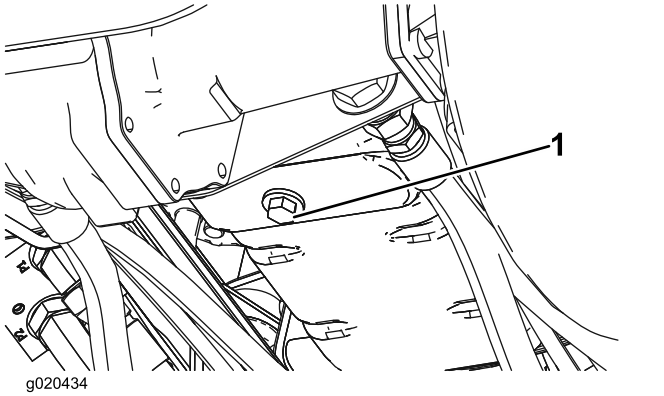

Figur 59
1. Fjern tappepluggen (Figur 59) og la oljen renne ut i et tappefat. Når oljen slutter å renne, setter du tappepluggen på igjen.